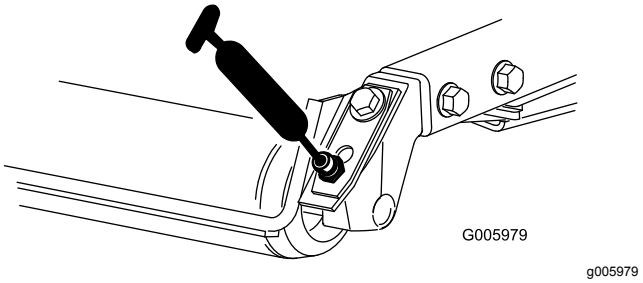

Figur 53
- Bakre valselagre (2 per klippeenhet) (Figur 53)